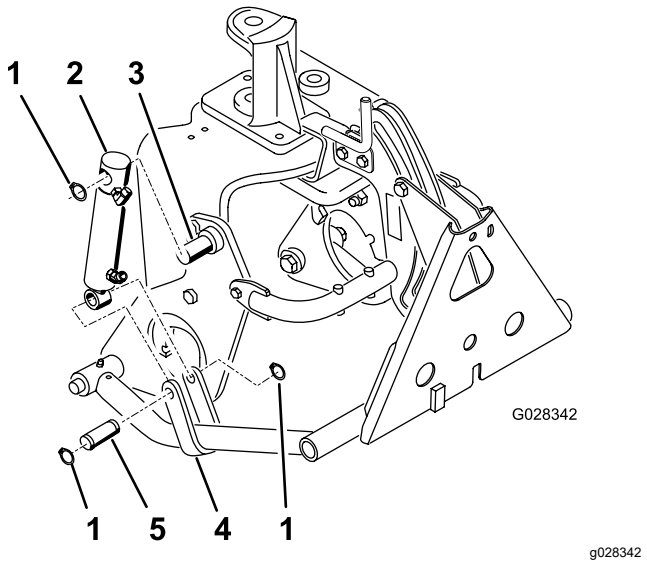

Figur 19
3. Monter den øverste del af hydraulikcylinderløbet på pinden på den højre plovplade med en låsering (Figur 19).
4. Monter cylinderstangen på trykarmens bøsninger med en pind og to låseringe (Figur 19).